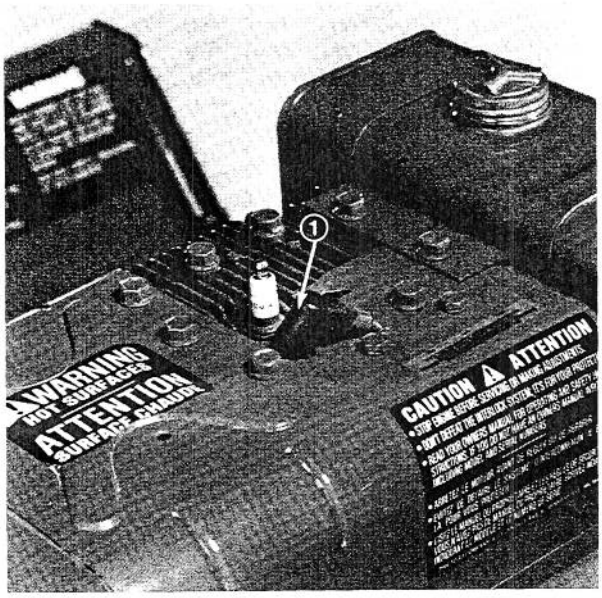

Figure 38
2. Pull high tension wire off spark plug (Fig. 38); then remove plug from cylinder head.
4. Push high tension wire onto spark plug (Fig. 38).